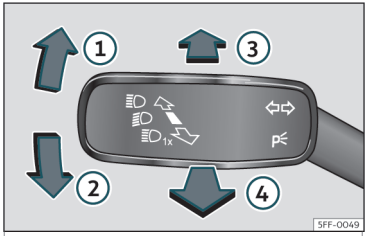

Fig. 90 Leva degli indicatori di direzione e degli abbaglianti.
- Dalla posizione di base, spingere in avanti la leva degli indicatori di direzione e degli abbaglianti>>> **fig. 90** ③. Quando viene visualizzata la spia nel display del quadro strumenti, il comando automatico degli abbaglianti sarà attivo.
- **OPPURE:** con le luci abbaglianti accese, spostare la leva degli indicatori di direzione e degli abbaglianti all'indietro>>> **fig. 90** ④.